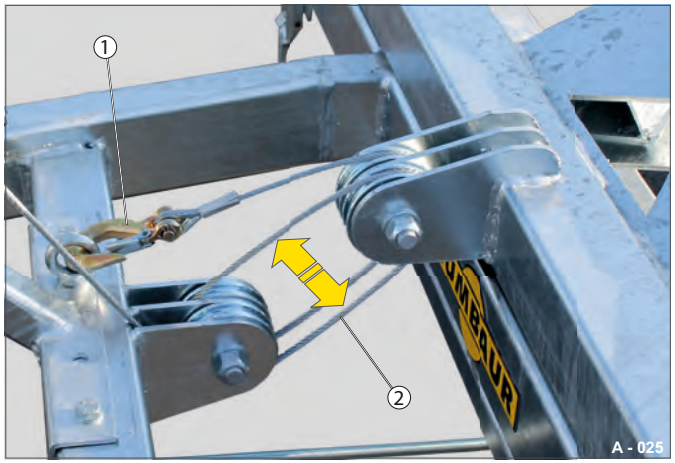

Fig. 16 Wire aflastet
- ▶ Kør wiren (Fig. 16 /2) et stykke udad, når tromlestativet er låst fast.
- ▶ Kontrollér, at karabinhagen (Fig. 16 /1) er sikret i øjet.